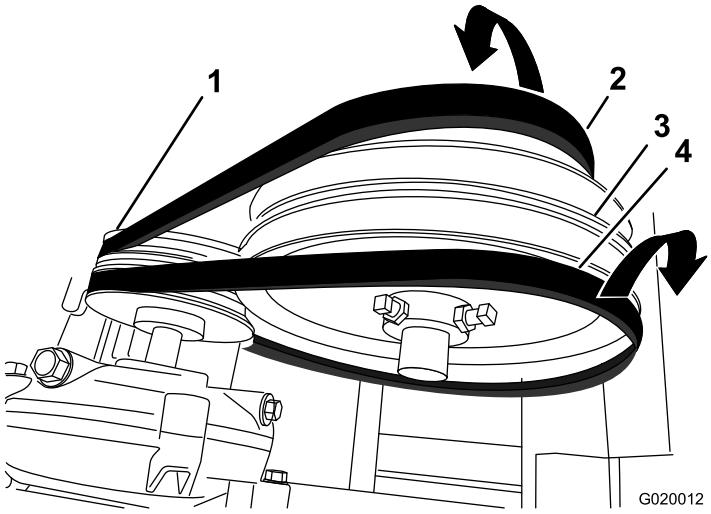

Figure 72
4. Poussez la courroie avant vers l'avant et déchaussez-la de la poulie de tension (Figure 72).
5. Poussez la courroie arrière vers l'arrière et déchaussez-la de la poulie de tension (Figure 72).